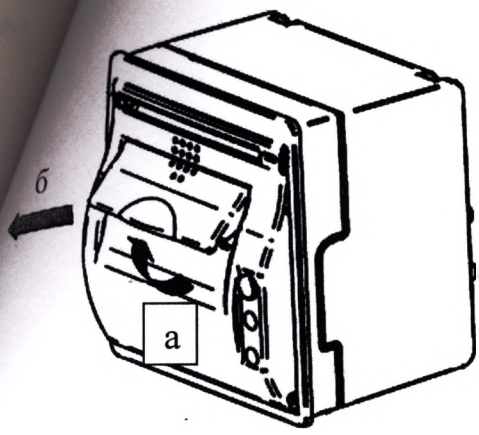

Рис. 5
17.1 Для замены бумаги, потянуть вверх рычаг открытия/закрытия отсека хранения бумажного рулона (Рис. 5а).
17.2 Потянуть на себя крышку отсека хранения бумажного рулона (Рис. 5б).